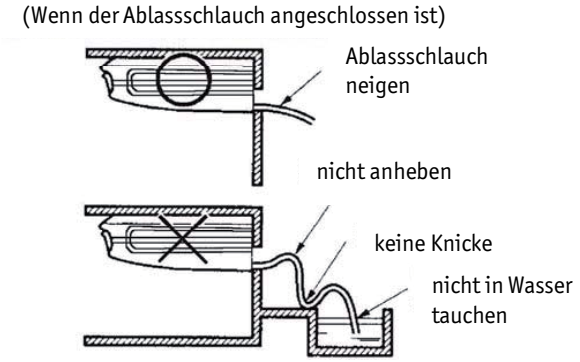

Abb. 1
- Das Ablaufrohr ist kurz zu halten und schräg nach unten mit einem Gefälle von 1/100, um Lufteinschlüsse zu verhindern. (siehe Abb. 1)